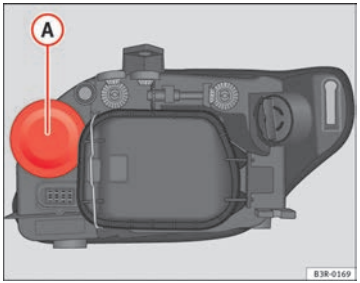

Fig. 219 Turn signal
– Pull the rubber cap ⇒ Fig. 219 to remove it.